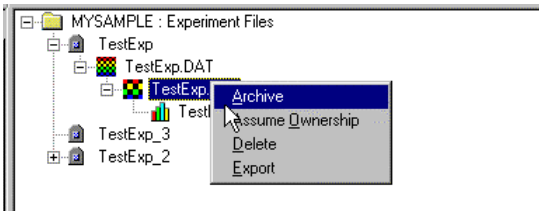

Figure A.54
34. Right-click and select **Archive** **(Figure A.54)**, or select **Process →Archive** from the menu bar.